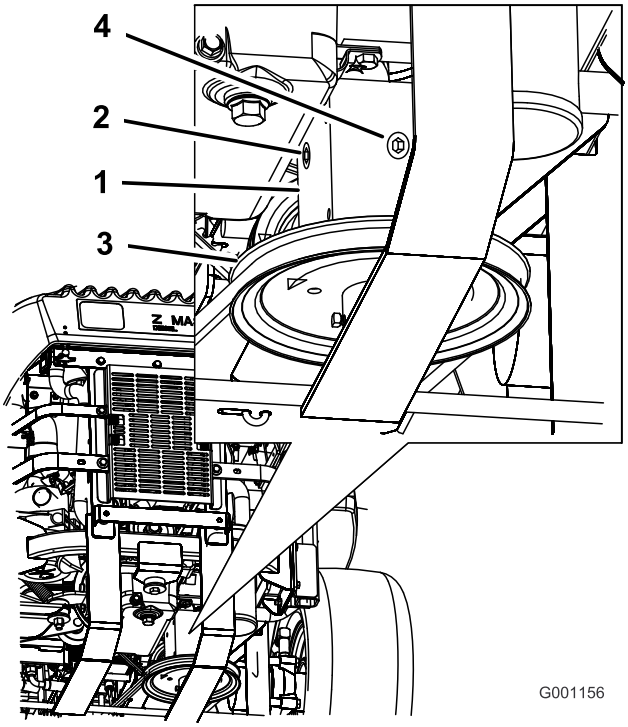

Figur 51
4. Fjern proppen på siden af eller bag på gearkassen (Figur 51).